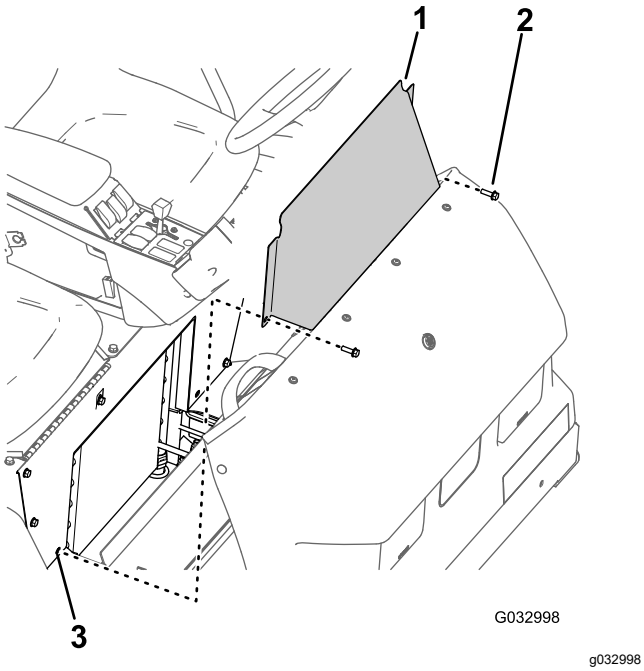

Bild 64
1. Entfernen Sie die zwei Bundkopfschrauben, mit denen die Abdeckplatte am Sitzunterteil befestigt ist (Bild 64).
2. Nehmen Sie die Abdeckplatte am Sitzunterteil von der Maschine ab (Bild 64).
1. Fluchten Sie die Löcher in der Abdeckplatte des Sitzunterteils mit den Löchern im Sitzunterteil aus (Bild 64).
2. Befestigen Sie die Abdeckplatte des Sitzunterteils mit den zwei Bundkopfschrauben (Bild 64) am Sitzunterteil, die Sie in Schritt 1 in Entfernen der Abdeckplatte am Sitzunterteil (Seite 59) entfernt haben.